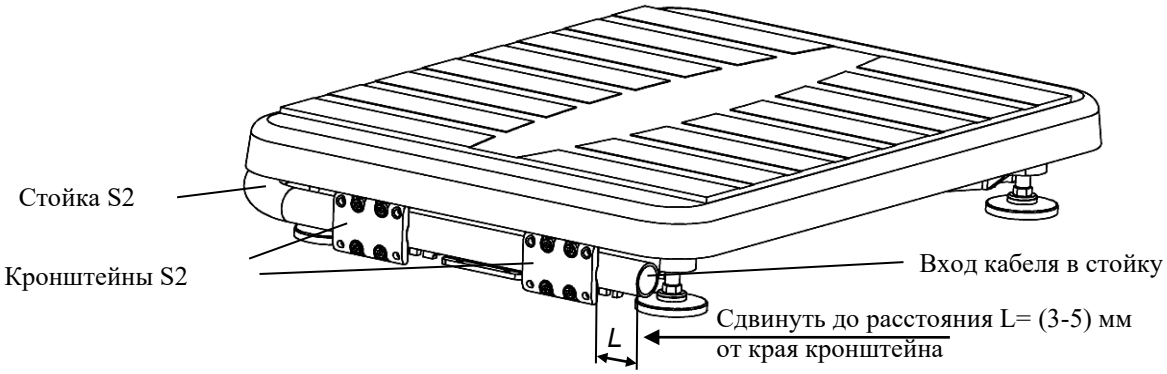

Рисунок 7.2 – Крепление круглой вращающейся стойки к основанию платформы весовой
- В основании весов сдвинуть стойку в направлении указанном стрелкой (рис. 7.2), обеспечив расстояние L = (3-5) мм от ее края до края кронштейна.
- Излишек кабеля на входе в стойку (рис. 7.2) заправить внутрь стойки.